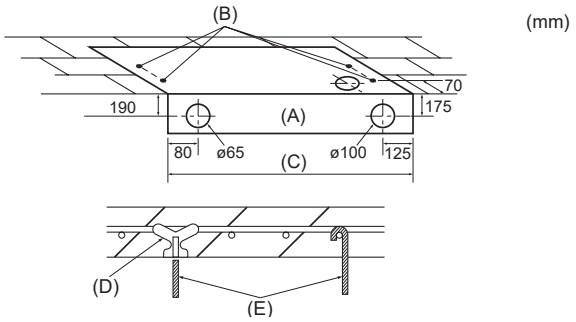

Abb. 3-3
3.2.3. Wahl der Positionen für die Aufhängebolzen und die Rohrleitung (Abb. 3-3)